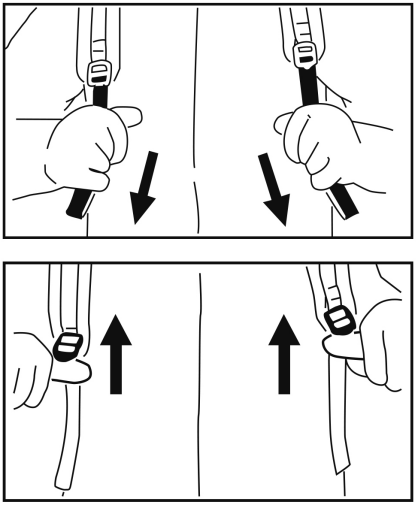

Рис. 6 Настройка ремней
2. Потяните ремни вниз, чтобы затянуть их (Рис. 6).